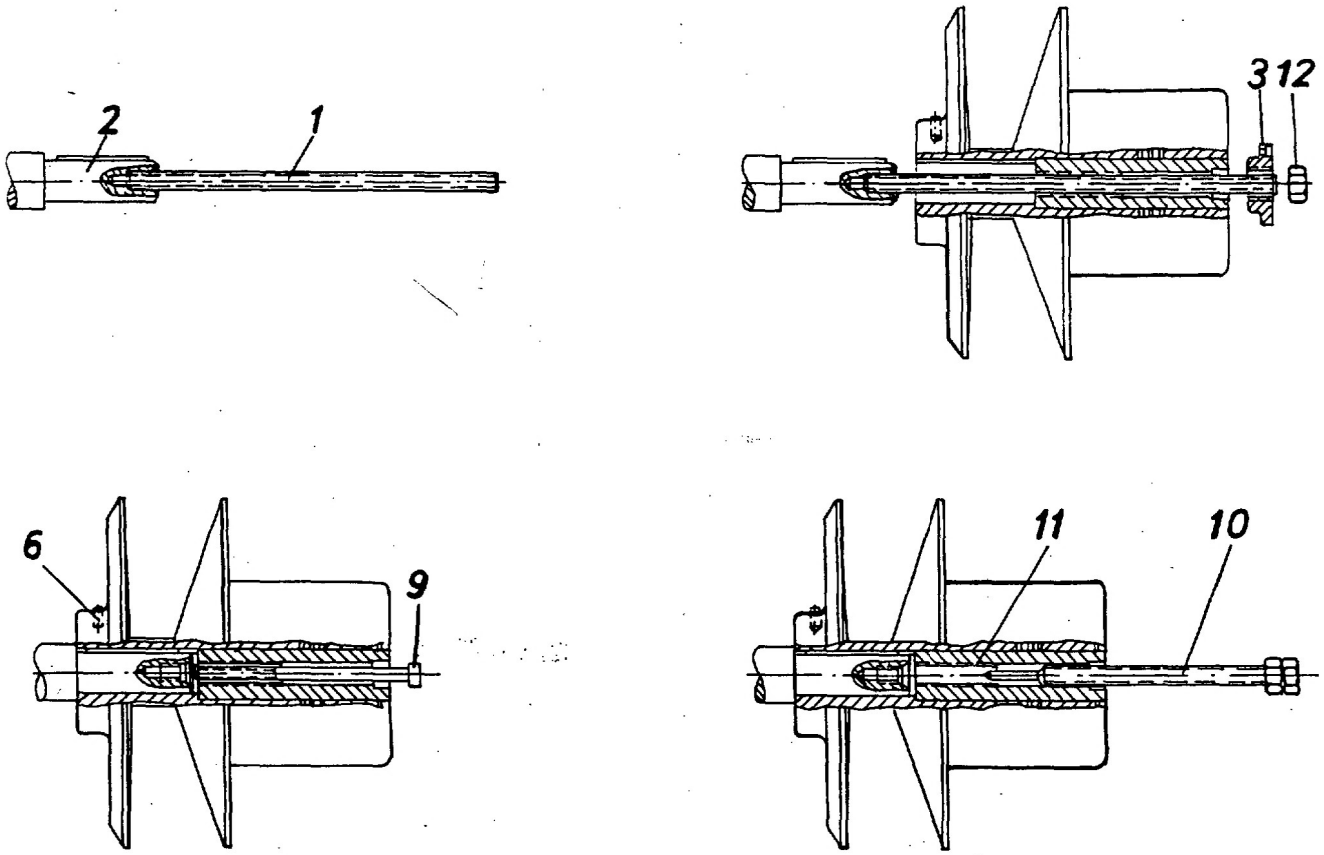

Bild 1/11
21.3. Regelscheibe K 7 (Bild 1/11)